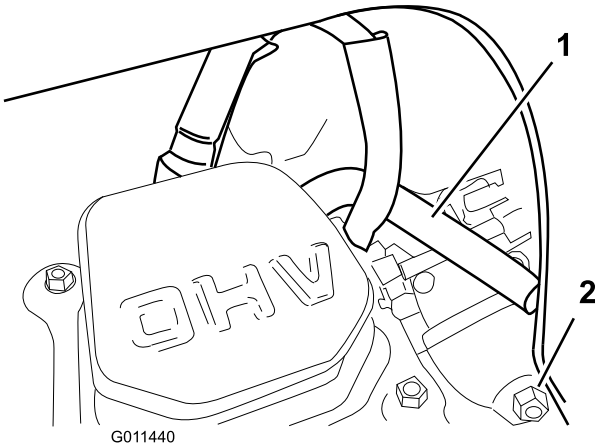

图36
注意： 确保通气管经过火花塞电线上方，如 图36 中所示。
6. 通过化油器放油螺栓 (图36)，把化油器中的燃油排入经批准的汽油容器中。